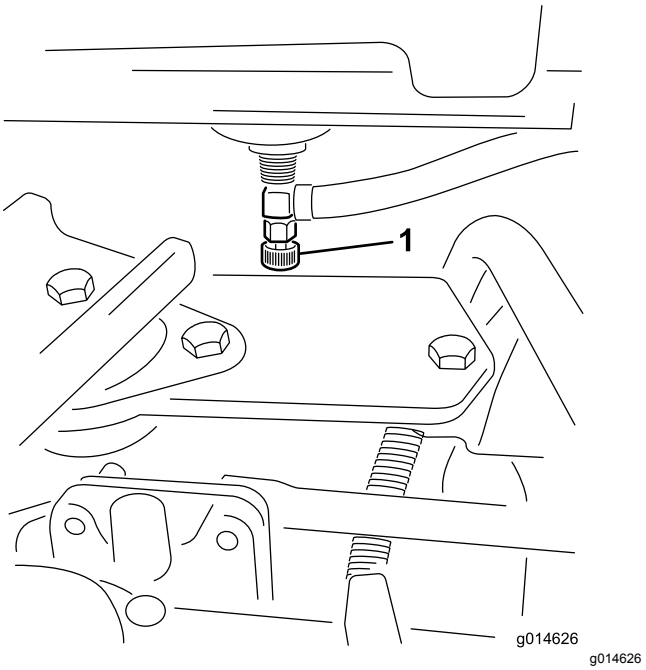

Rysunek 32
1. Zamknij zawór odcinający paliwo (Rysunek 32) znajdujący się pod zbiornikiem paliwa.